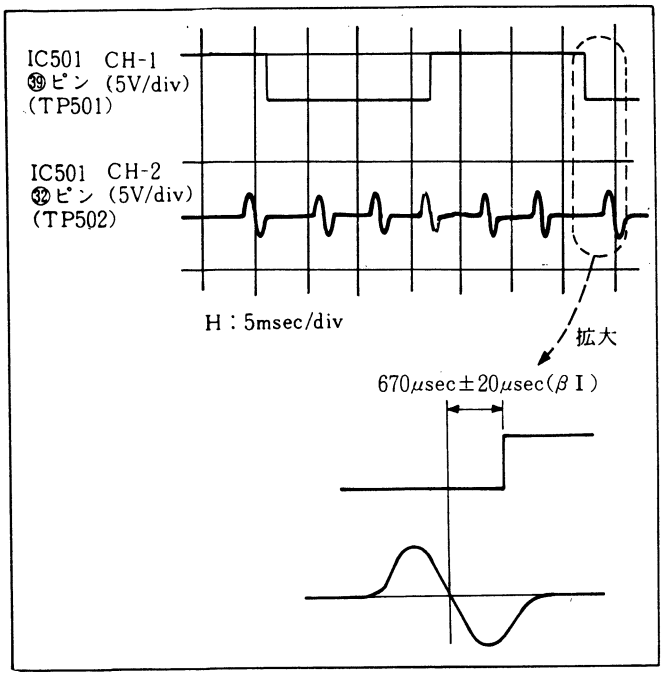

図5-7. RFスイッチング位置調整(1)
(1) CH2をIC501-㉜ピン(TP502)につないでRV501にて670μsec±20μsecに調整する。(βⅠのスイッチングパルスA)（図5-7参照）